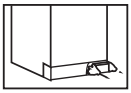

Fig. 1
1) Pick up the bottom cover lightly (Fig. 1);